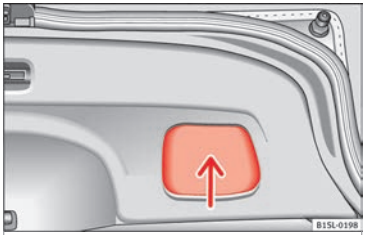

Fig. 107 Rear lid open: hand grip
- Grab the handgrip inside the rear lid ››› **Fig. 107** (arrow).